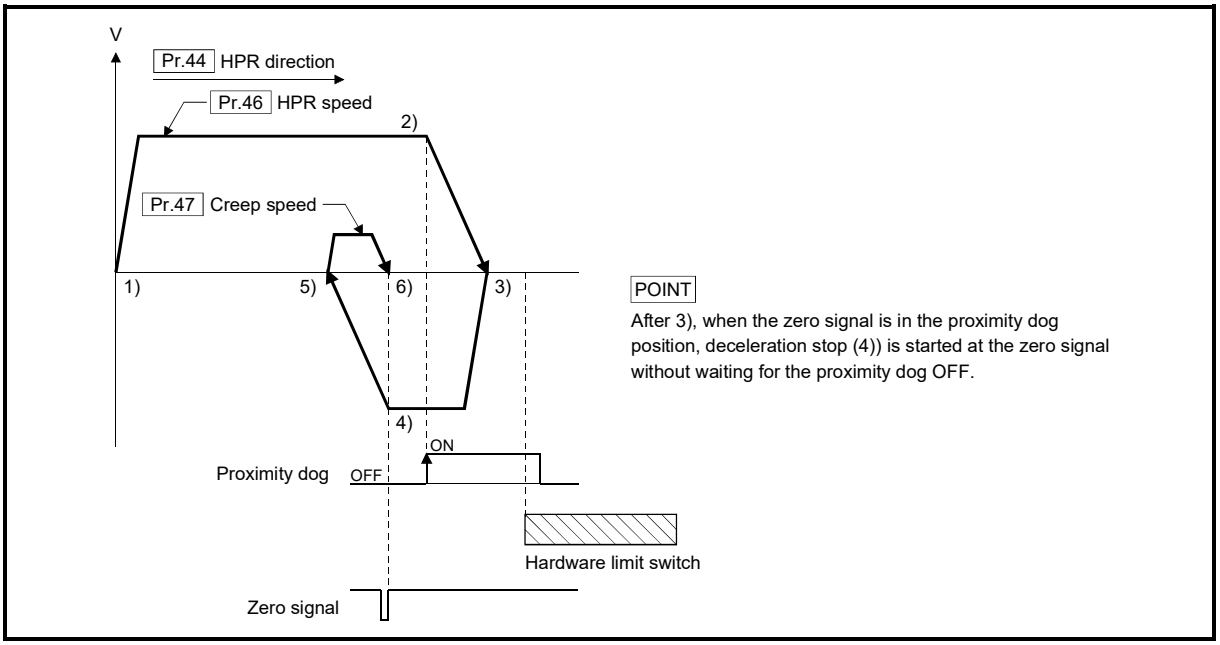

Fig. 8.11 Scale origin signal detection method machine HPR
(7) Do not use the scale origin signal detection method HPR for the machine with the backlash.
(8) When using the direct drive motor, make it passed the Z-phase once before reaching 3) of Fig. 8.11.